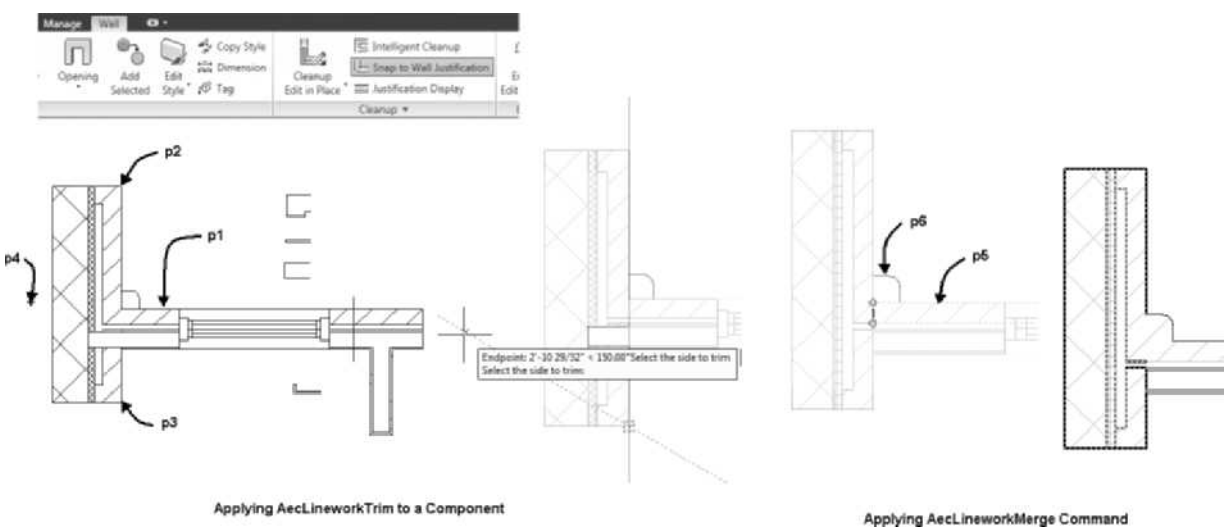

FIGURE 3.53 *Edit in Place of wall components*
6. In this tutorial, you will modify wall components using **WallCeanupEdit**. Select the wall at p1 as shown in Figure 3.53.
Pick a point at wall joint to edit wall cleanup results: (Select the wall at p1 in Figure 3.53.)
Select the first point of the trim line or ENTER to pick on screen. (Select the wall at p2 shown in Figure 3.53.)
Select the second point of the trim line. (Select the wall at p3 shown in Figure 3.53.)
Select the side to trim. (Select a point near p4 shown in Figure 3.53.)
9. In this step, you will begin the process of merging a component to a closed polyline. Select the wall at **p5** as shown in Figure 3.53. Choose Cleanup Edit in Place from the Cleanup panel. Press ESCAPE to clear selection. Select the brick component at **p5** as shown in Figure 3.53 to display the Edit in Place grips.
Select object(s) to merge or None to pick rectangle. *(Select the closed polyline at p6 as shown in Figure 3.53.)*